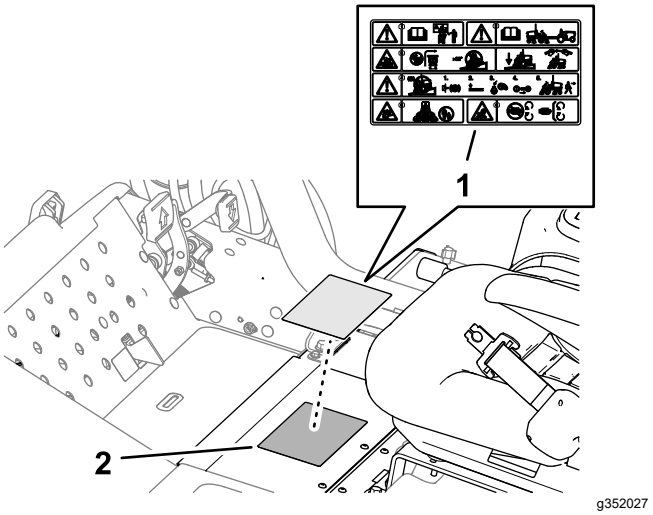

Figuur 23
1. Veeg de standaard waarschuwingssticker schoon met alcohol en laat het frame drogen (Figuur 23).
2. Verwijder de rug en breng de CE-waarschuwingssticker (onderdeelnr. 121-7928) aan over de standaard waarschuwingssticker zoals getoond in Figuur 23.